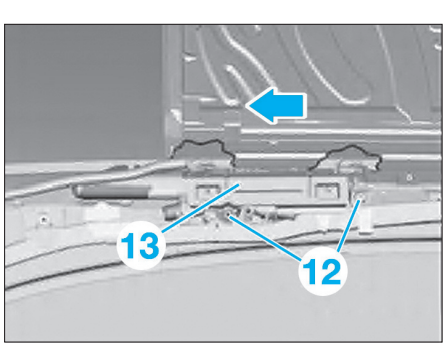
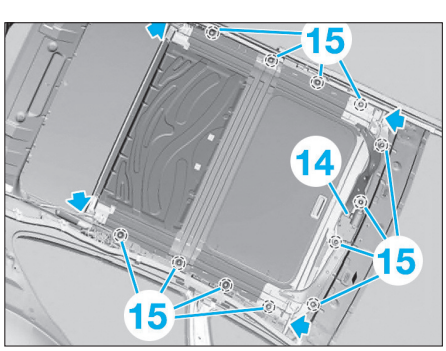
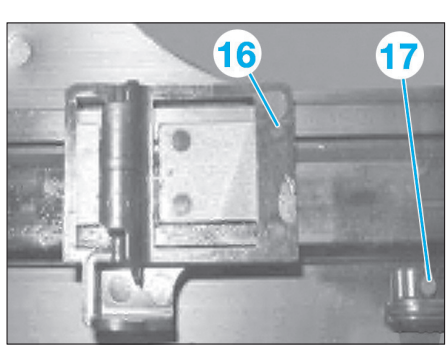

Fig. 137
Fig. 138
Fig. 139
• Déposer les vis (11), puis démonter le support de poignée.
• Déposer les vis (12) **(Fig.137)**.
• Démonter le support de poignée (13) comme illustré.
• Débrancher le connecteur (14) **(Fig.138)**.
• A l'aide d'autres opérateurs qui maintiennent le toit, déposer les vis (15).
• Veiller à ce que le chariot de la gouttière (16) se trouve devant la coulisse (17) **(Fig.139)**.